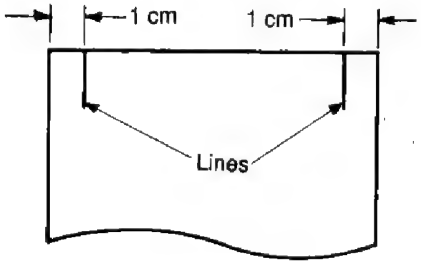

Figure 4-16
1) Draw a line 1 cm from both ends of copy paper (A4 or A3) as shown in Figure 4-16.